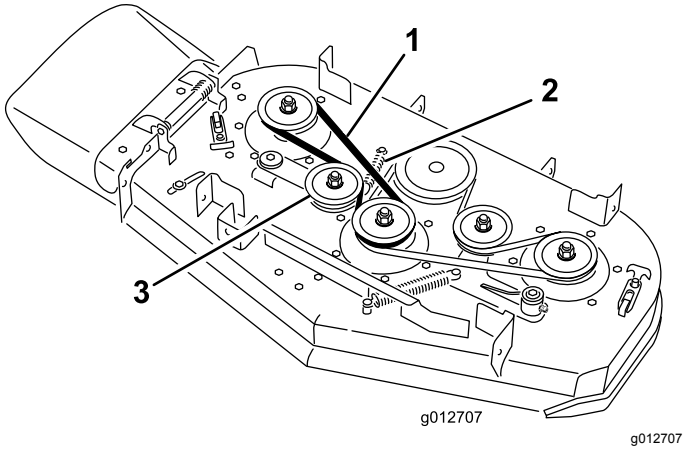

Figuur 65
4. Verwijder de veer van de ankerpost op de arm van de spanpoelie (Figuur 65).
5. Verwijder de versleten drijfriem (Figuur 65).
6. Plaats de nieuwe drijfriem rond de poelies van het maaidek en de spanpoelie (Figuur 65).
7. Monteer de veer aan de ankerpost op de arm van de spanpoelie (Figuur 65).